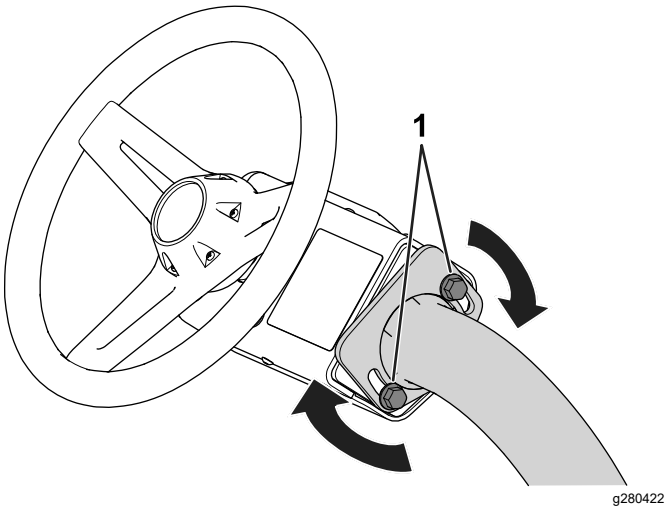

Figur 28
1. Lossa skruvarna (Figur 28) som fäster ratten på styrarmen.
3. Dra åt skruvarna (Figur 28) för att fästa ratten i det justerade läget.